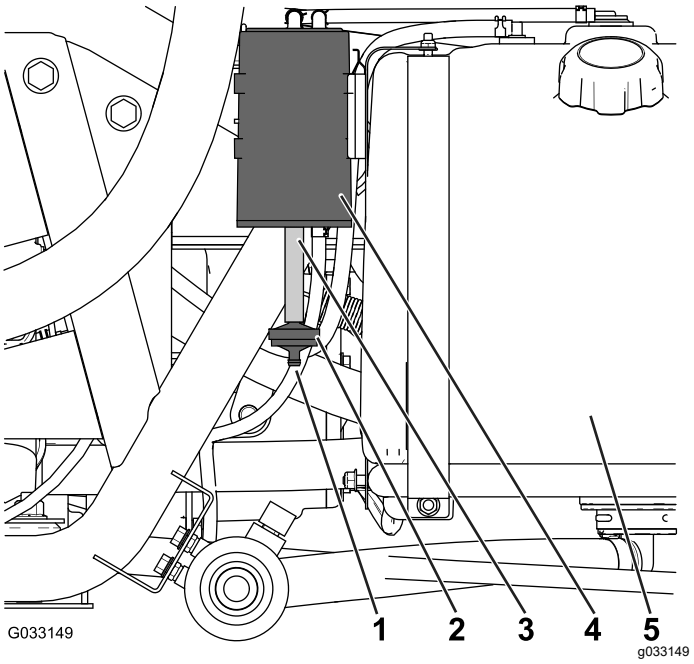

Figura 48
Verifique a abertura na parte inferior do filtro de ar para o corpo de carbono para garantir que este está limpo e livre de detritos e obstruções (Figura 48).
1. Remova o encaixe farpado do filtro do corpo de carbono da mangueira na parte inferior do corpo de carbono e remova o filtro (Figura 48).